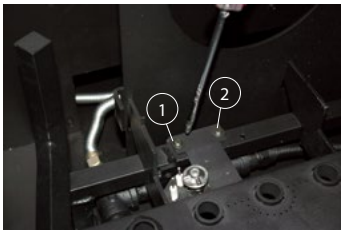

Figure 20. (Pilot mounting machine screws).
Step 2. Remove the two (2) machine screws that hold the Pilot Assembly in place, ***Figure 20***. ***(Philips head screwdriver required)***.
Step 1 & 2. Figure 20. *(Pilot mounting machine screws).*